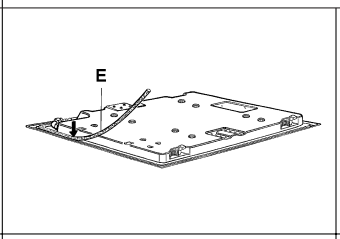

FIG. 9
- Renverser la table de cuisson et positionner correctement la garniture "E" (fig. 9) sous le bord de la table, de manière à ce que le côté externe de garniture coïncide parfaitement avec le bord périmétral externe de la table. Les extrémités des bandes doivent coïncider sans se chevaucher.